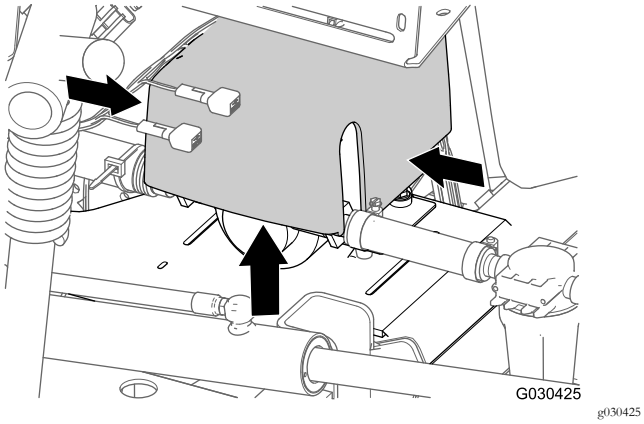

Figura 7
1. En la parte trasera de la máquina, presione los lados de la tapa de la bomba de enjuague y tire de la tapa hacia arriba hasta que las pestañas de la tapa salgan de las ranuras de la placa base, y retire la tapa de la máquina (Figura 7).